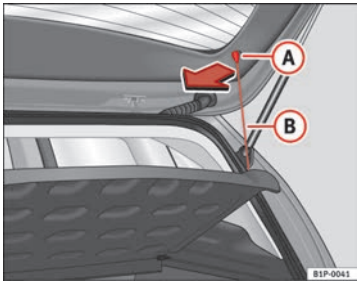

Fig. 105 Rear shelf
– Unhook the loops ⇒ fig. 105 (B) from housings (A)